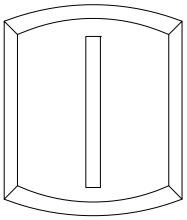

Abb. 1 Einsetzen des Postens
- Die Rahmen - Pfostenverbindung muss in der Glasleistennut über die komplette Breite + 50 mm mit neutralvernetztem Silikon abgedichtet werden (Abb. 1).
- Der Pfostenverbinder **J053** muss rundum mit neutralvernetztem Silikon abgedichtet werden (Abb. 1).